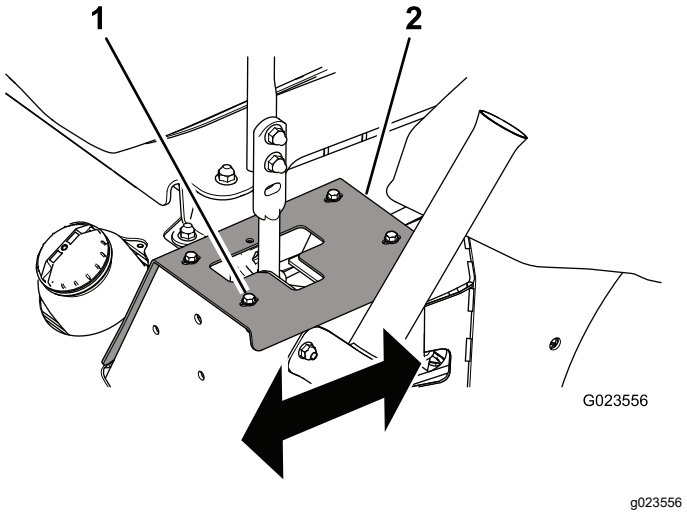

**Figuur 54**
- Als de machine een afwijking naar rechts heeft, draai dan de bouten los en zet de linker aanslagplaat naar achteren tot de machine recht rijdt (Figuur 54).
- Als de machine een afwijking naar links heeft, draai dan de bouten los en zet de rechter aanslagplaat naar achteren tot de machine recht rijdt (Figuur 54).
1. Bout (4)
3. Draai de bouten vast om de aanslagplaat te borgen (Figuur 54).